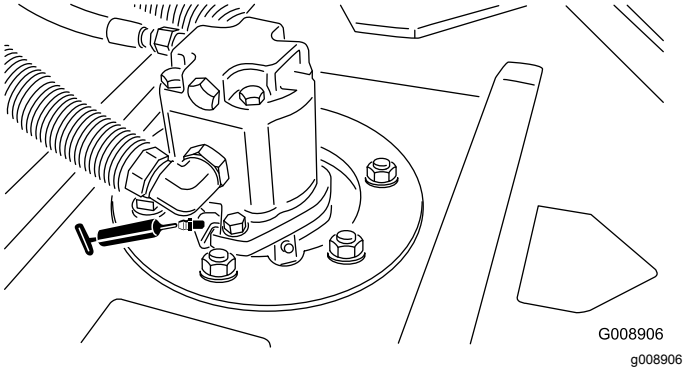

Figura 42
- 2 (per apparato di taglio) cuscinetti dell'asse del fusello dell'apparato di taglio (Figura 42)